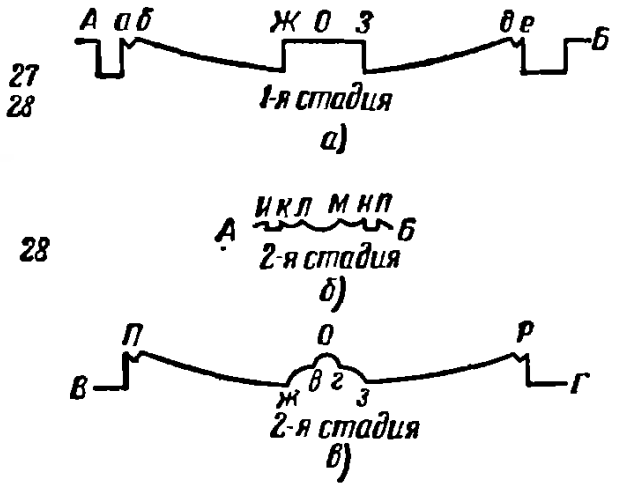

Рис. 64
На рис. 64 показаны основные стадии резьбы рис. 27 и 28 учебной доски. При резьбе используют стамески *№ 3, 4, 5, 6, 7, 9, 10, 11, 12, 14,* нож *№ 3,* стержни № *2, 3, 4* для набивки «шагрени» и деревянный молоток.
4) стамесками *№ 9* и *11* вырезать на рис. 27 и 28 учебной доски поверхность внутри круга с диаметром *бд* с углублением в направлении малого круга (рис. 64, *а).*
5) ножом *№ 3* вырезать на рис. 27 и 28 учебной доски канавку глубиной 1 *мм* по кругу с диаметром *ае.* Профиль канавки показан на рис. 64, *а* между точками а и б, *д и е.*
На рис. 64,б показан профиль одного из звеньев розетки;
3) стамеской *№ 5* придать на рис. 28 учебной доски центру розетки форму, показанную на рис. 64, *в* между точками *Ж, в, О, г, З;*